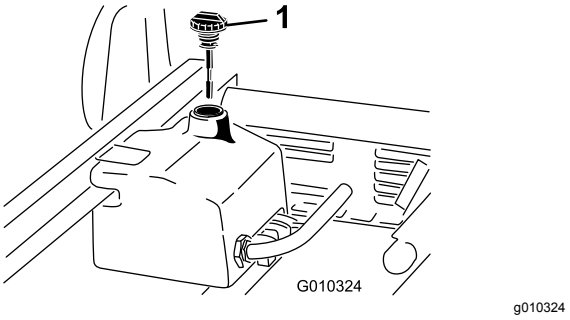

Figur 72
4. Gör rent omkring påfyllningsröret och hydraultanklocket (Figur 72).
6. Ta ut oljestickan (Figur 72) ur påfyllningsröret och torka av den med en ren trasa.